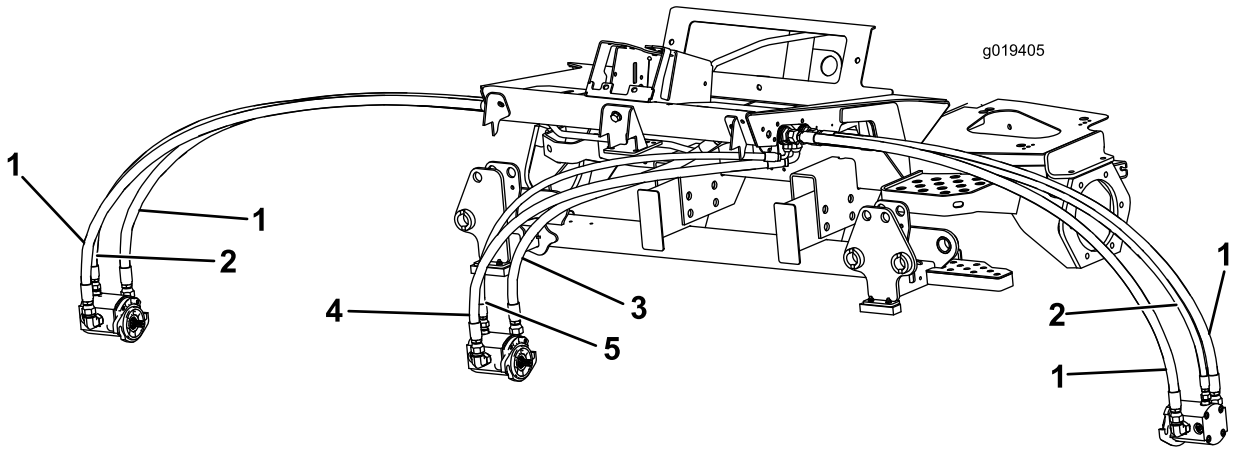

Figura 1
2. Retire e substitua as mangueiras frontais da unidade de corte. O número de artigo de cada nova mangueira é indicado em Figura 1.